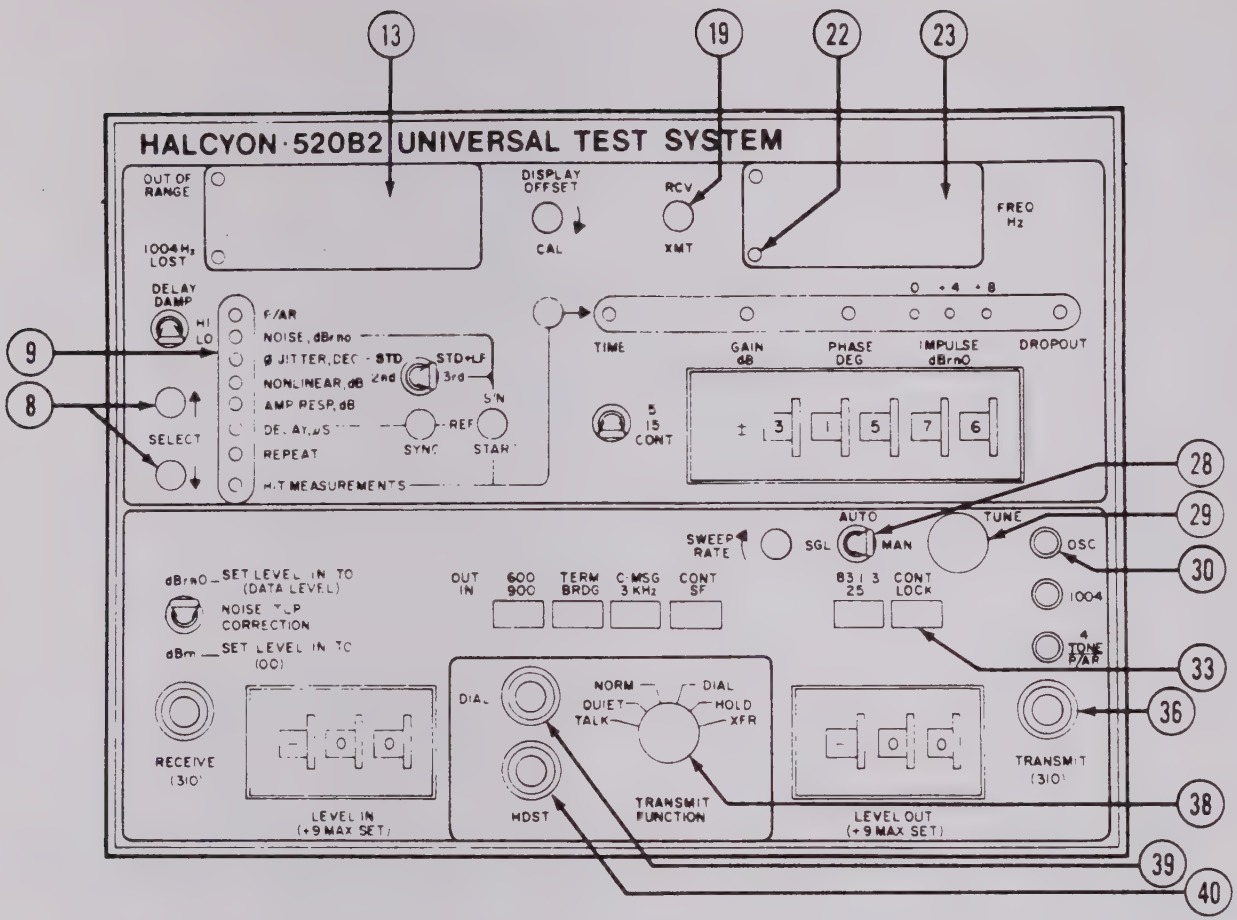

Figure 3-22. Repeat Mode Measurement and Dial, Hold, and Talk Controls
(1) Repeat Mode — Frequency Response Measurements, Far-End to Near-End. (See figure 3-22.) Near-end (repeat unit) operating procedures for this test are as follows:
(2) Repeat Mode — Delay Distortion Measurements, Far-End to Near-End. (See figure 3-22.) Operating procedures for this test are identical to those required for frequency response tests in the repeat mode, paragraph (1) above.
(3) Repeat Mode — Delay Distortion Measurements, Near-End to Far-End. (See figure 3-22.) Near-end procedures for this test are as follows:
j. Dial, Hold, and Talk Procedures. (See figure 3-22.)
(1) The 520B2 provides two-wire dial, hold, and transfer functions for use in testing loop-dial transmission facilities. The procedure is as follows follows:
(b) If single sweep is being used, initiate sweep by momentarily switching the SGL/AUTO/MAN switch (28, figure 3-22) to AUTO, then back to SGL.